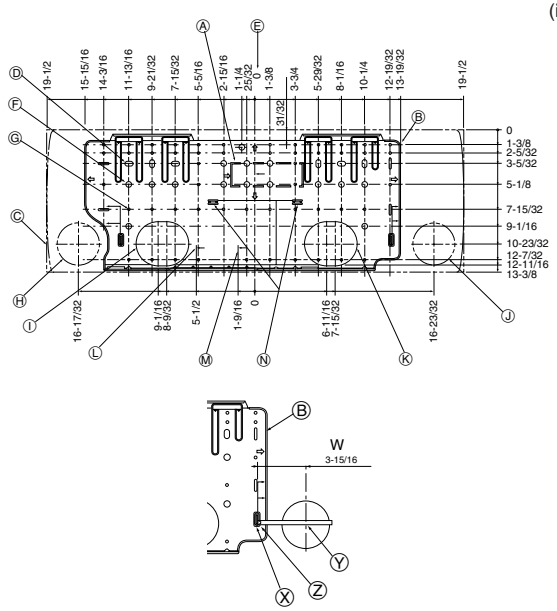

Fig. 3-2
③	Tapa del tubo	1
④	Brida	5
⑤	Cinta de fieltro	3
⑥	Controlador remoto inalámbrico	1	para PKA-A·GAL
⑦	Soporte del controlador remoto	1
⑧	Pilas alcalinas (tamaño AAA)	2
⑨	Pieza soporte (Paquete)	1	para PKA-A·GA
⑩	Controlador remoto cableado	1
⑪	Adaptador de desagüe	1
⑥ - ⑧ se guardan en una sección recortada del material de embalaje (poliestireno).
3.2. Instalación del soporte de montaje en la pared (Fig. 3-2)